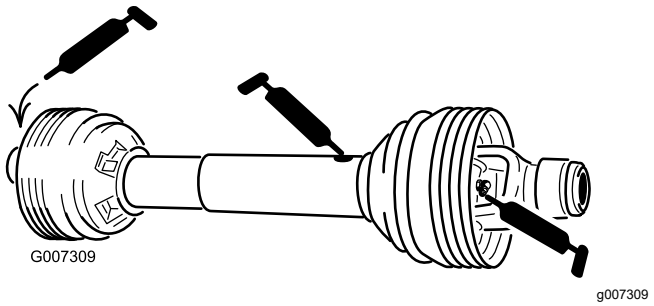

Figur 28
Kraftuttagsaxel (3) (Figur 28)